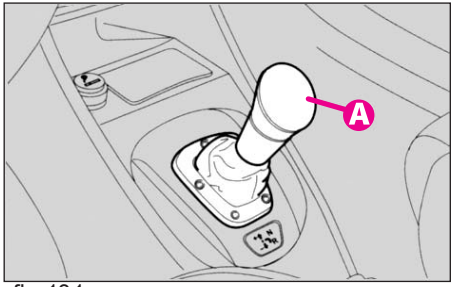

fig.131
- schimbătorului de viteze de pe consolă centrală (**A-fig. 131**);